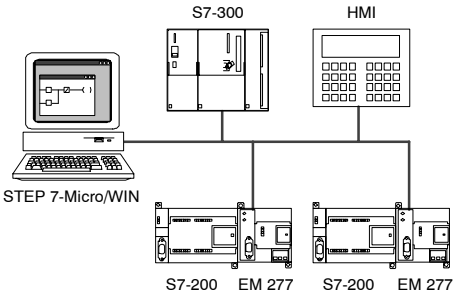

Bild 7-16 Baudraten über 187,5 kBaud
Bei Baudraten über 187,5 kBaud muss die S7-200 CPU über ein EM 277 ans Netz angeschlossen sein (siehe Bild 7-16). STEP 7-Micro/WIN muss über eine Kommunikationsprozessorkarte (CP) angeschlossen sein.